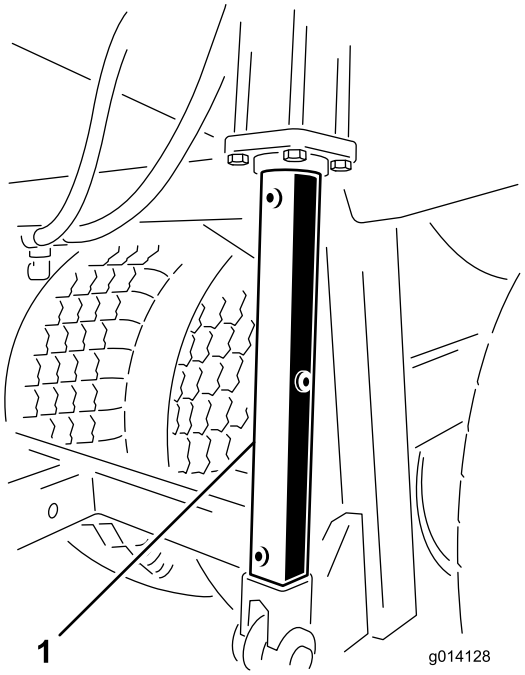

**Figur 41**
**Installer hydraulikksylinderstøttene før det utføres vedlikeholdsarbeid under beholderen (Figur 41).**